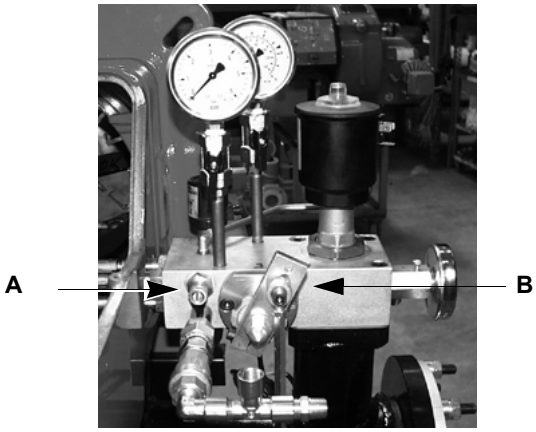

Рис. 24
- Снять и почистить регулятор сжатого воздуха, **A** на Рис. 24.
Снять и почистить регулятор мазутного топлива, **B** на Рис. 24.